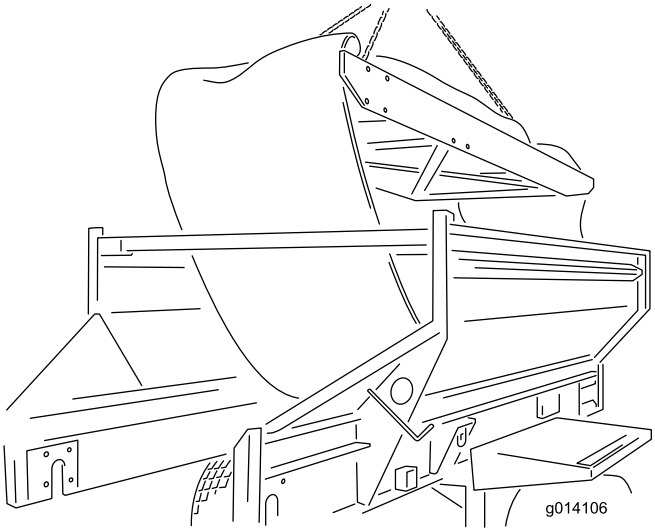

**Figur 49**
24. Avlägsna patronen genom att lyfta ut den från maskinens ovansida. Placera den på marken (Figur 49)